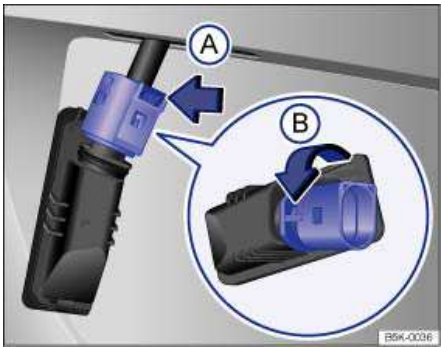

Fig. 187 License plate light: Removing the bulb holder.
4.	Press the locking mechanism on the connector in the direction of the arrow ⇒ fig. 187 (A) and pull the connector plug off.
5.	Turn the bulb socket in the direction of the arrow (B).
7.	Insert the bulb socket in the license plate light and turn it opposite the direction of the arrow (B) until it stops.